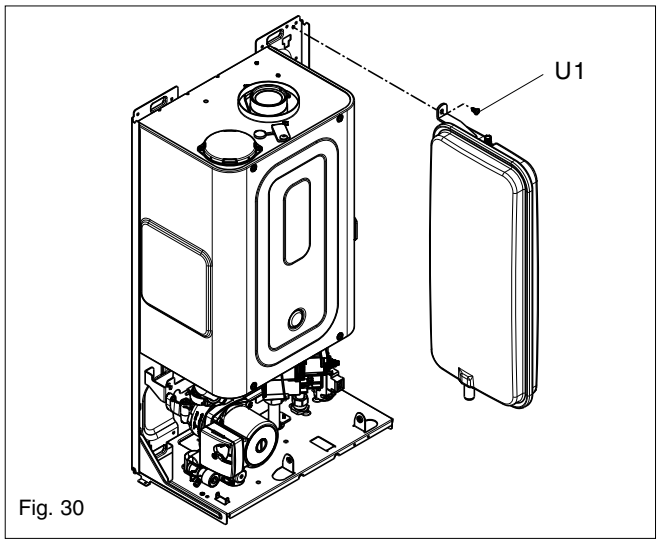

Fig. 30
6.18 EXPANSION VESSEL REMOVAL (fig. 30)